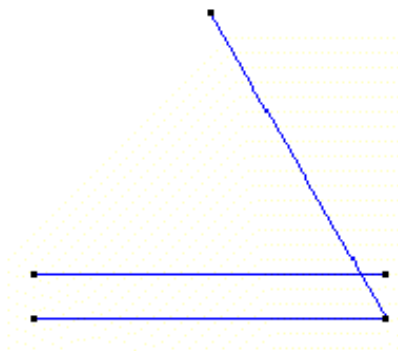

Figure 3. Creating the axes
12. After making the selection, press **ESC** (or **Finish** in the **Copy** window) to indicate that the selection of lines to be rotated is finished. The result is shown in Figure 3.